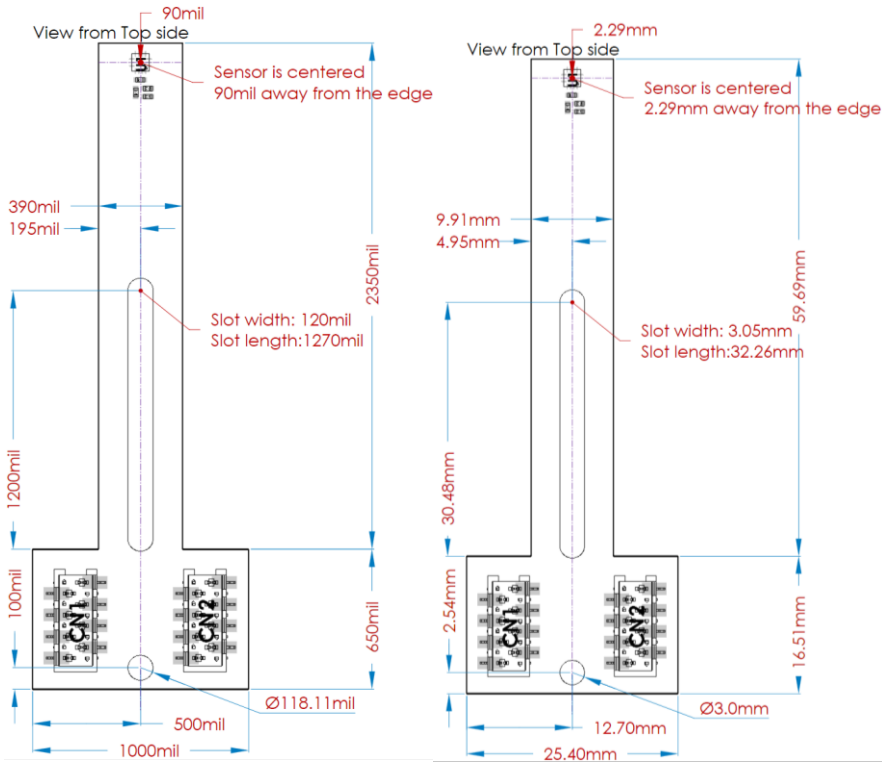

**Figure 21: Type 4 Board Mechanical Drawing (mil = 0.001” = 0.0254mm)**
**Error! Reference source not found.**Figure 21 shows the top-side mechanical drawing of the type 4 board.